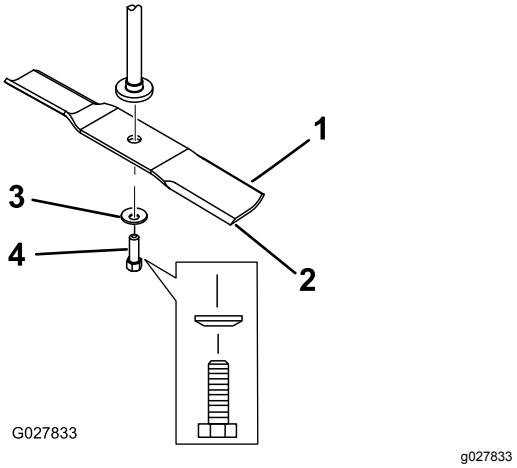

Figur 56
2. Fjern skæreknivsbolten, den buede spændeskive og skærekniven fra spindelakslen (Figur 56).
1. Monter skærekniven på spindelakslen (Figur 56).
2. Monter den buede skive (med den buede side mod skærekniven) samt knivbolten (Figur 56).